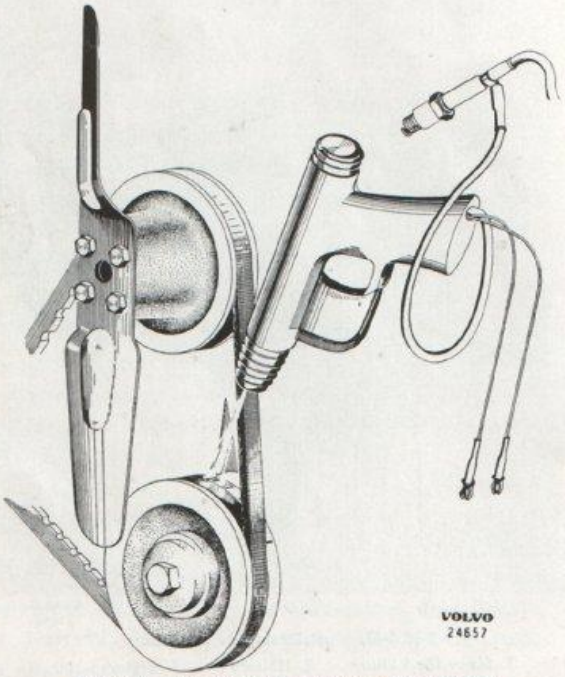

Bild 1-69. Kontroll av tändinställning under gång
3. Koppla lampan med högspänningskabeln till ettans tändstift och till batterispänningen med de andra kablarna. Se bild 1-69.